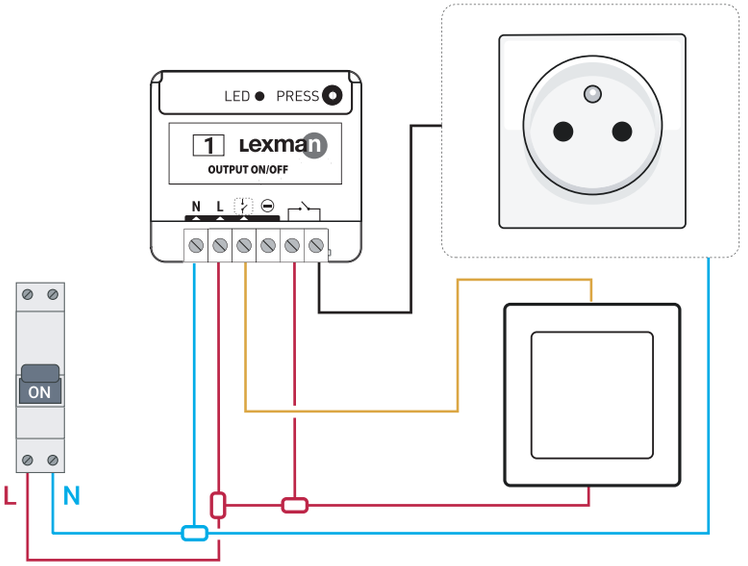

Figure 3
3. **Wire the ON/OFF receiver according to the diagram (Figure 3).**